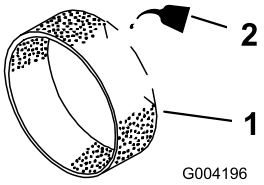

Figur 16
3. Häll 30 till 60 ml olja på förfiltret (Figur 16).